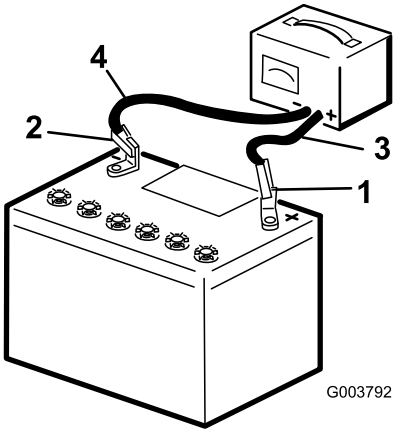

Figur 44
2. Ladda batteriet i 10 till 15 minuter med 25 till 30 A eller 30 minuter med 4 till 6 A (Figur 44). Överladda inte batteriet.
3. När batteriet är fulladdat ska laddaren kopplas bort från eluttaget, och sedan ska laddningskablarna kopplas bort från batteripolerna (Figur 44).